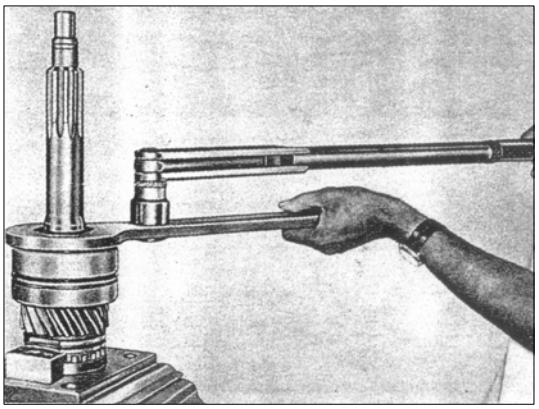

РИС. 222
4) Установите приспособление, спец. инструмент 2505 5890 0107 в тиски. Установите первичный вал на приспособление. Установите стопорную шайбу и закрутите новую гайку с левой резьбой на первичный вал. Используя спец. инструмент 2506 5890 0103 затяните гайку с усилием 32,5-37 кг·м (см. рис. 222). Застопорите новую гайку с левой резьбой стопорной шайбой. Установите новый роликовый направляющий подшипник в ведущий вал.